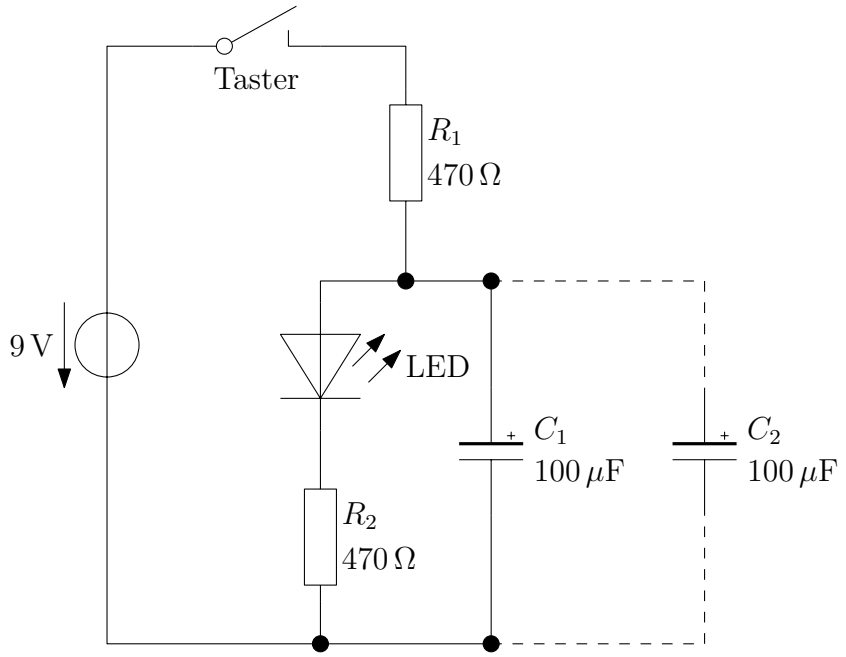

Abbildung 2.12: Experiment – Kondensator als Energiespeicher
**Versuchsaufbau und -durchführung** Bauen Sie die Schaltung nach Abb. 2.12 auf. Verwenden Sie zunächst nur einen Kondensator und achten Sie auf dessen Polung (siehe Seite 19). Betätigen Sie den Taster für einige Sekunden und beobachten Sie die LED. Lassen Sie den Taster wieder los und beobachten Sie weiterhin die LED. Wiederholen Sie das Experiment nachdem Sie einen zweiten Kondensator angeschlossen haben.